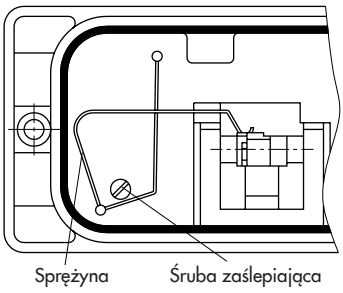

Rys. 3: *Montaż sprężyny na tylnej ściance*
Aby trzpień przenoszenia ruchu (27a) prawidłowo przylegał do kątownika (28), sprężynę wchodzącą w skład wyposażenia dodatkowego należy zaczepić na tylnej ściance obudowy ustawnika pozycyjnego w sposób przedstawiony na Rys. 3.